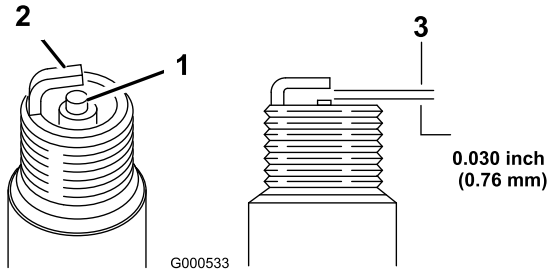

Figur 30
2. Lossa kabeln från tändstiftet (Figur 30).
5. Ställ in gapet på det nya stiftet till 0,76 mm (Figur 30).